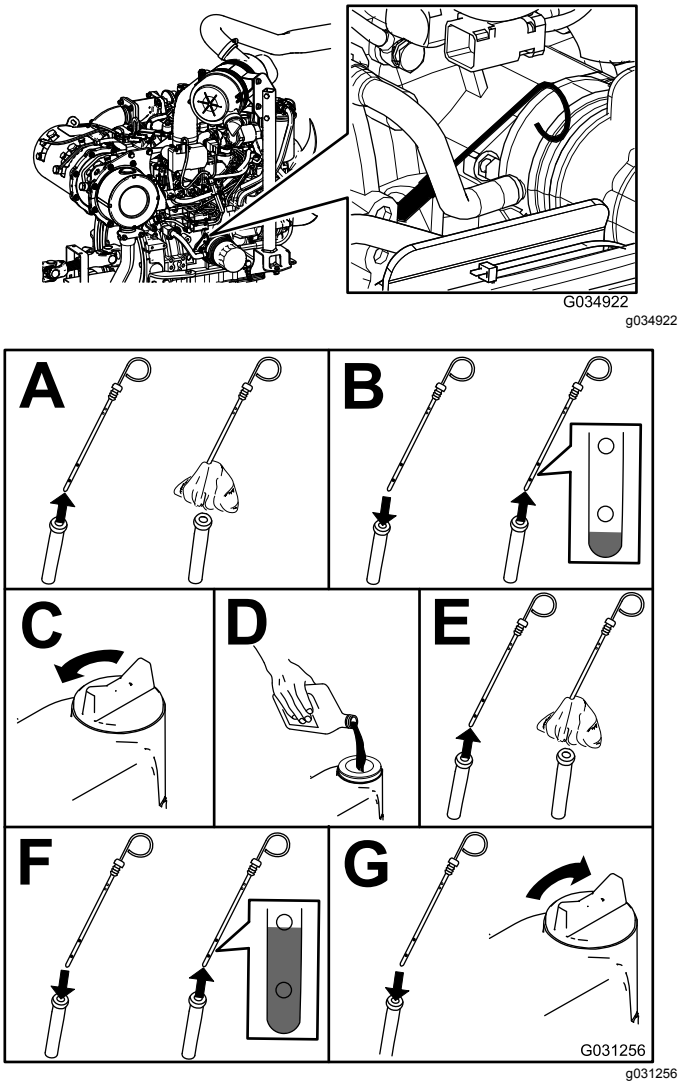

Figuur 85
2. Het motoroliepeil controleren (Figuur 85).